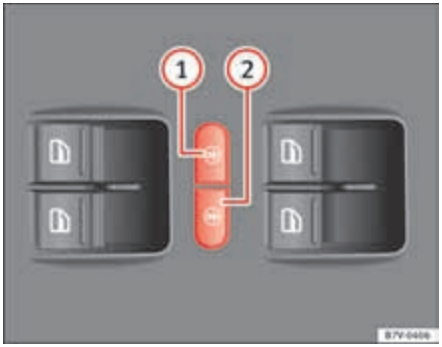

Fig. 55 In the driver door: electric child safety locks buttons.
The electric child safety lock avoids opening and locking of the sliding door and its electric windows from the inside so that children cannot accidentally open the door while the vehicle is being driven. Using the left-hand side ⇒ fig. 55 (1) or right-hand side (2) button, the child safety lock is activated on the left hand side or right-hand side respectively.
To switch system on:	Press the button ⇒ fig. 55 (1) o (2).